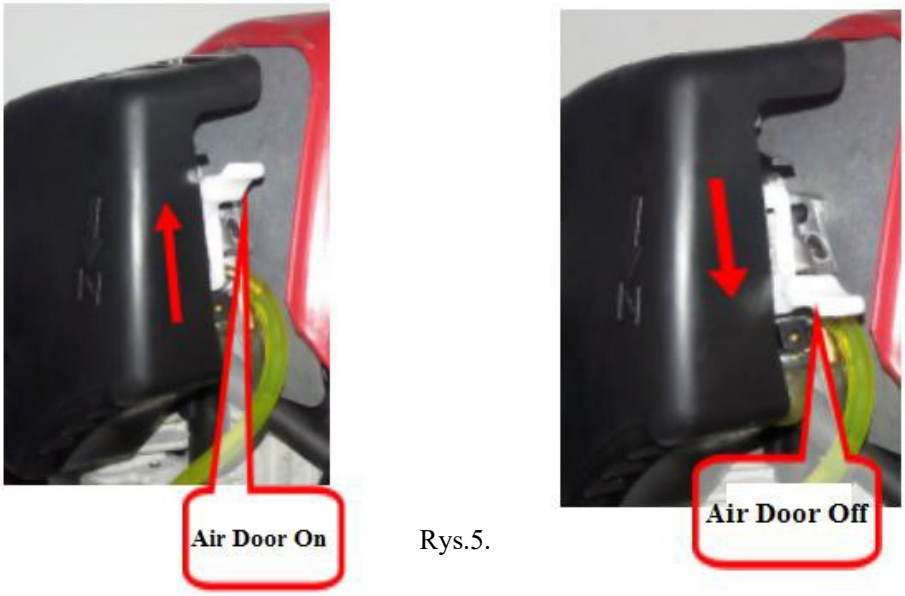

Rys.5.
5.1. Przed uruchomieniem maszyny należy wielokrotnie nacisnąć przezroczystą pompkę paliwową aby gaźnik został napełniony paliwem. (Jeśli silnik jest chłodny, otwórz ssanie. Po kilkudziesięciu sekundach ssanie należy wyłączyć rys.. 5.)